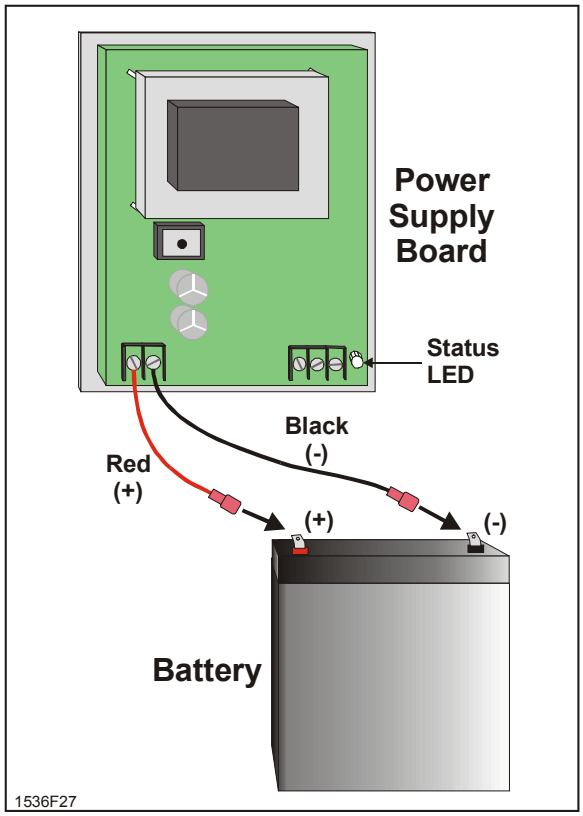

Figure 21: Battery Backup Connections
3. The power supply's status LED (see Figure 21) will light with an amber/greenish glow to indicate that 110VAC is present and the supply is operating properly.
Connect the red wire (+) to the positive terminal (+) of the battery (see Figure 21).